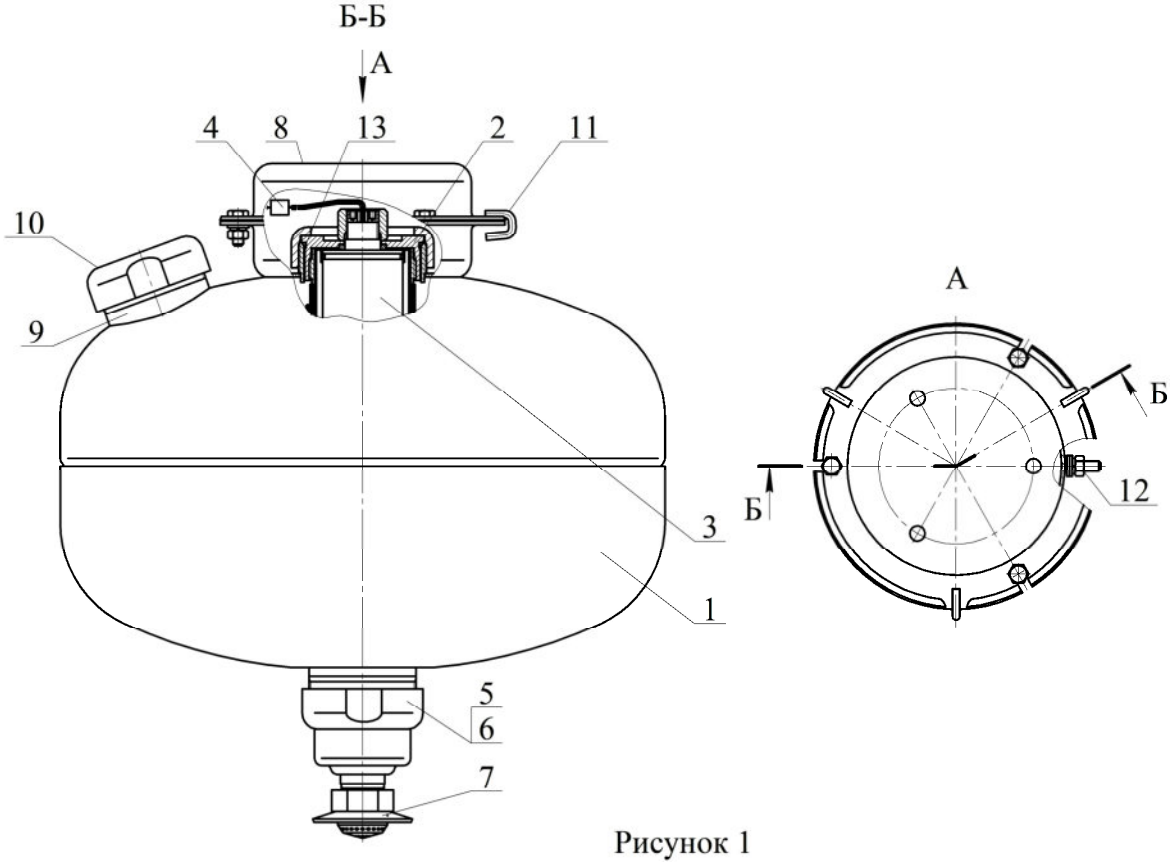

Рисунок 1
4.1.1 МУПТВ (см. рисунок 1) состоит из корпуса **1**, заправленного ОТВ, в котором размещено газогенерирующее устройство **2**.
4.2.1 После подачи электрического импульса на выводы элемента электропускового **4** (см. рисунок 1) ИХГ **3** генерирует газ, который создает давление внутри корпуса МУПТВ для вскрытия мембраны **5** и выпуска через насадок-распылитель **7** в зону горения тонкораспыленной струи ОТВ.
6.3 Закрепить кронштейн **8** (см. рисунок 1) на потолке. Координаты отверстий в кронштейне приведены на рисунке 6.
6.5.3 Полученный раствор ОТВ залить в отверстие верхней горловины **9** (см. рисунок 1). Для окончательного приготовления ОТВ открыть упаковку с жидкой добавкой и залить ее в отверстие верхней горловины **9**. Установить в отверстие горловины предохранительный клапан **10**. Сверху закрутить гайку до упора.
6.6 На выпускную горловину гайки **6** (см. рисунок 1) накрутить до упора насадок-распылитель **7**.